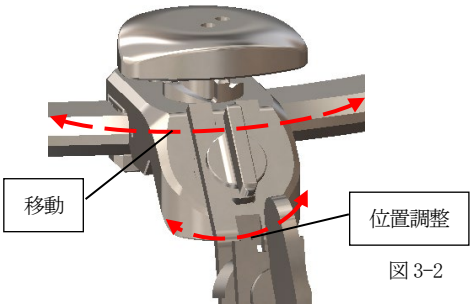

図 3-2
(3)-2 レトラクタースライドアジャスターⅡを任意の位置に移動させてください。(図 3-2)